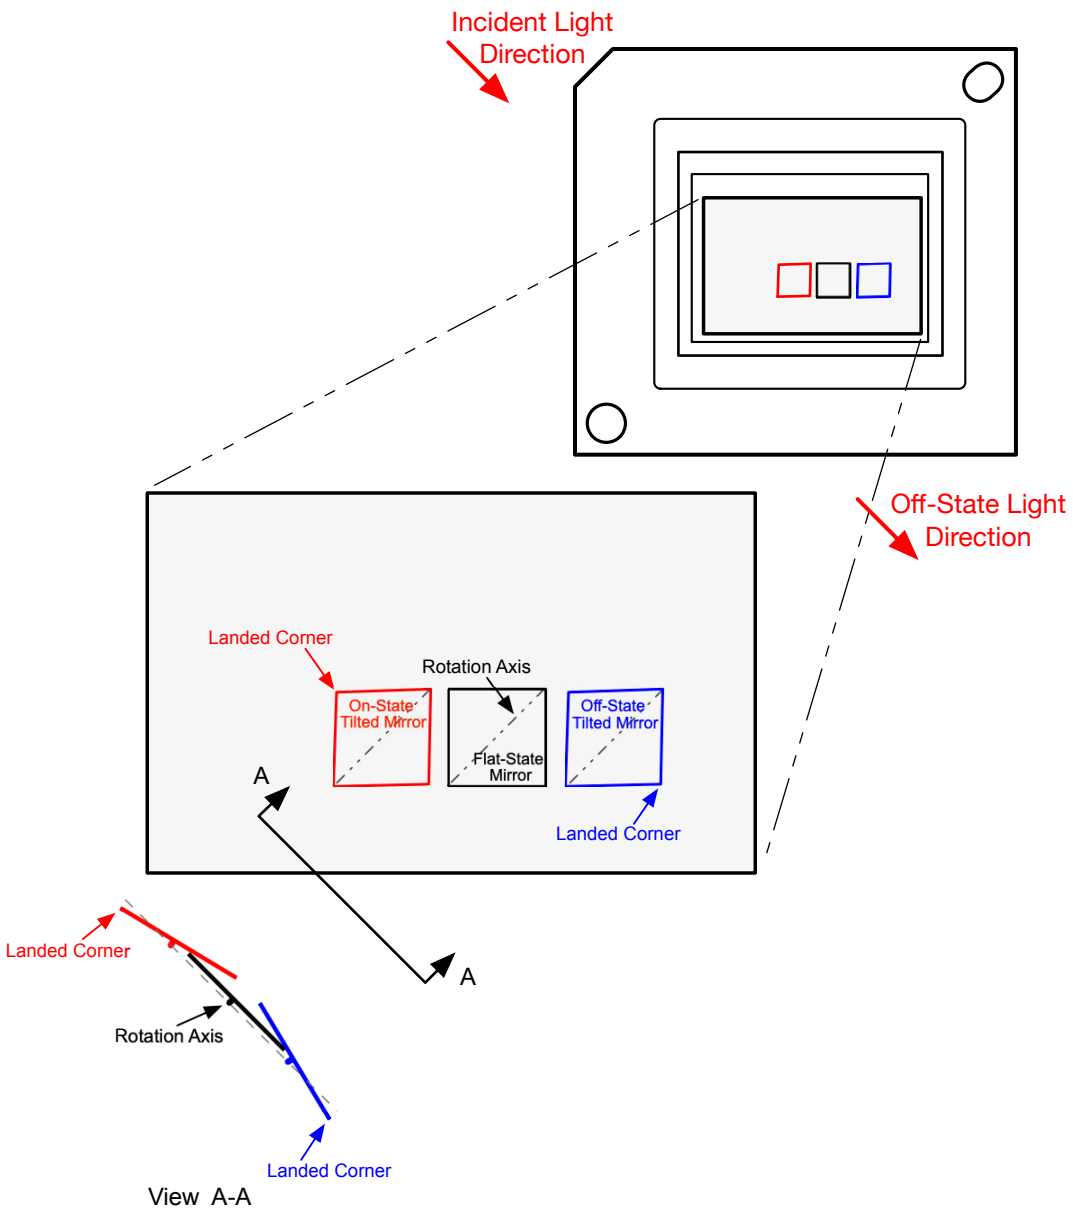

图 6-11. Micromirror Landed Orientation and Tilt
(1) Measured relative to the plane formed by the overall micromirror array.
(2) Additional variation exists between the micromirror array and the package datums.
(3) Represents the variation that can occur between any two individual micromirrors, located on the same device or located on different devices.
(4) For some applications, it is critical to account for the micromirror tilt angle variation in the overall system optical design. With some system optical designs, the micromirror tilt angle variation within a device may result in perceivable non-uniformities in the light field reflected from the micromirror array. With some system optical designs, the micromirror tilt angle variation between devices may result in colorimetry variations, system efficiency variations or system contrast variations.
(5) Refer to Figure 6-11.
(6) The time required for a micromirror to nominally transition from one landed state to the opposite landed state.
(7) The minimum time between successive transitions of a micromirror.
(8) Conditions of Acceptance: all DMD image performance returns are evaluated using the following projected image test conditions: